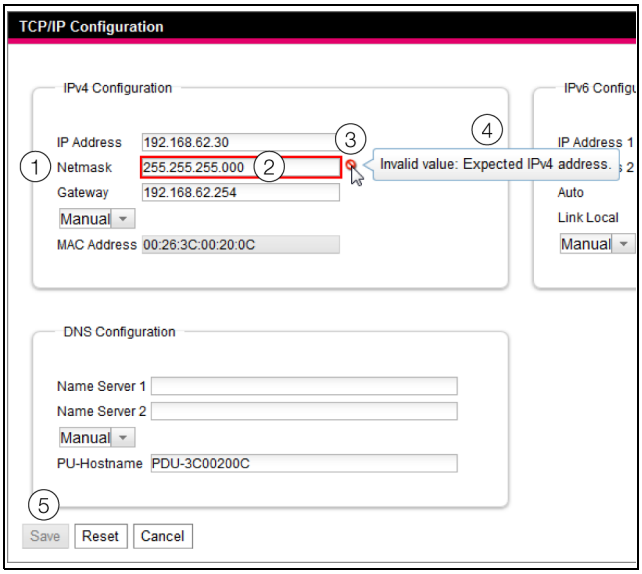

Fig. 53: Display of an incorrect entry
– A red "prohibited symbol" (fig. 53, item 3) appears after the incorrect entry (fig. 53, item 2) in the **Netmask** field (fig. 53, item 1).
– By hovering over the prohibited symbol with the mouse, additional information about the error will appear (fig. 53, item 4).
– The **Save** button is deactivated (fig. 53, item 5), so that the current values cannot be saved.